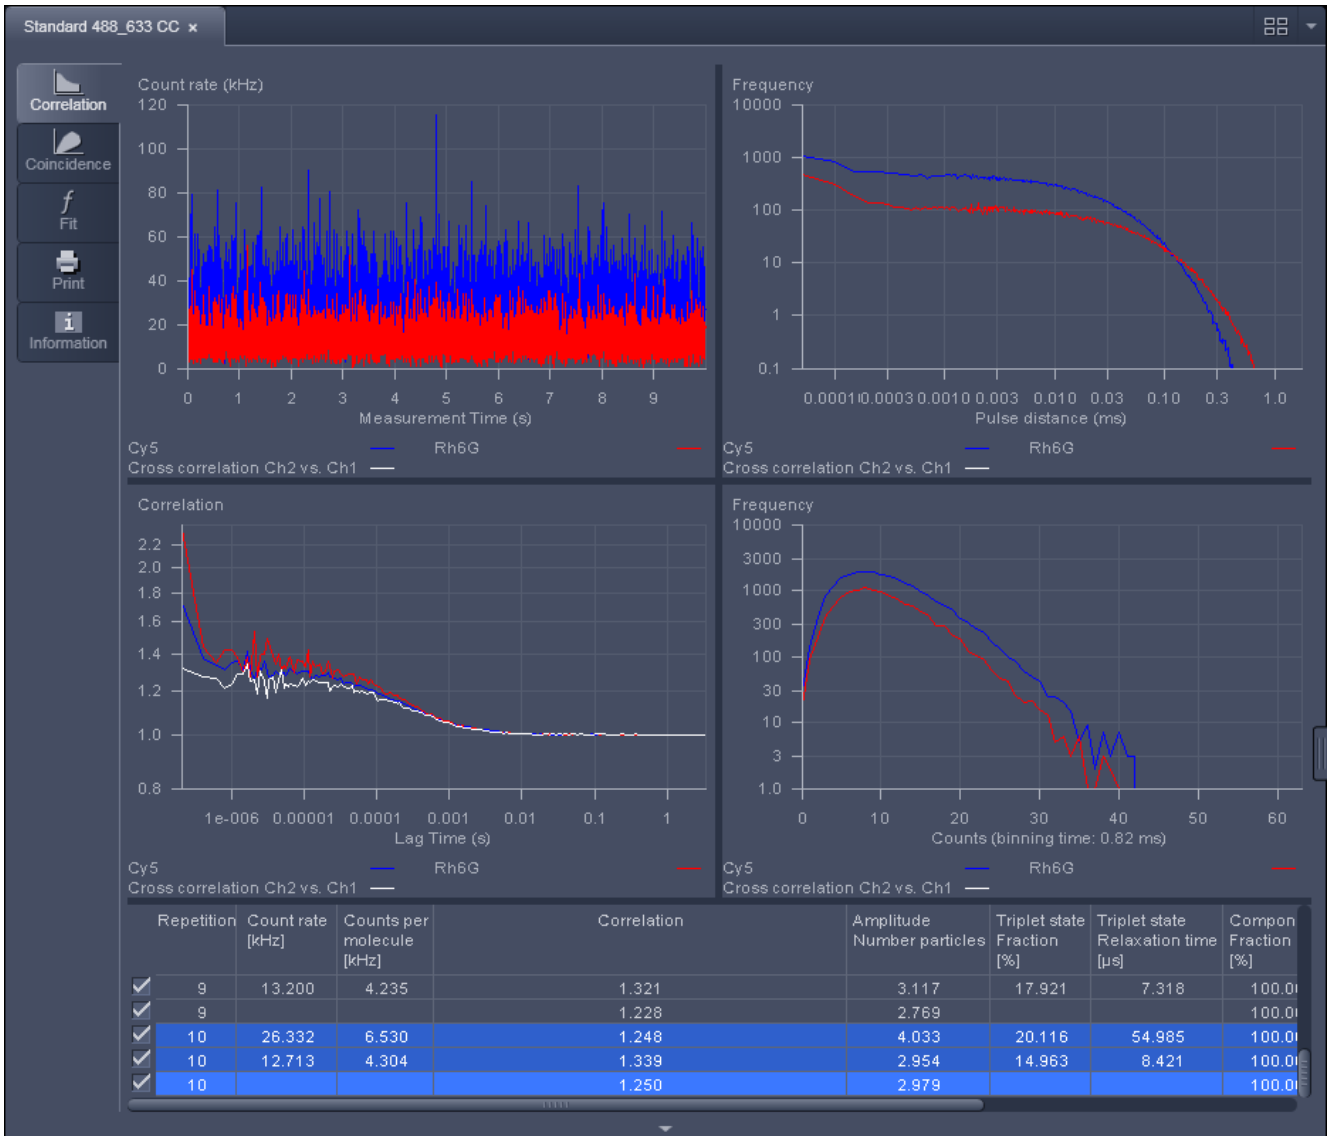

Fig. 359 Image Container with FCS Diagram containing loaded data and FCS Correlation selected
- Click on the FCS **Correlation** tab to activate the FCS Correlation display mode (Fig. 359).